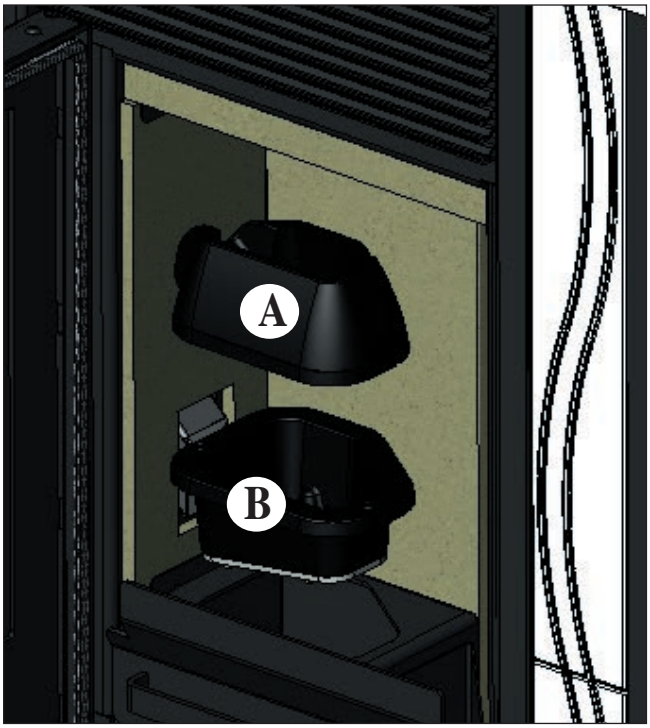

fig. 1
Después de la limpieza normal, el INCORRECTO acoplamiento del crisol superior (A) al crisol inferior (B) (fig.1) **puede poner en peligro el funcionamiento de la estufa.**